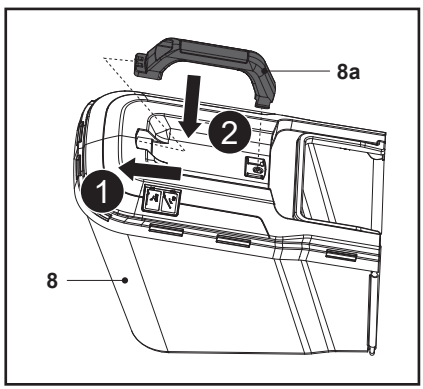

Fig. 6
2. Assembly the carry handle (8a) into the two assembling slots on the top frame of grass catcher (8), paying attention to the correct orientation (Fig. 6).